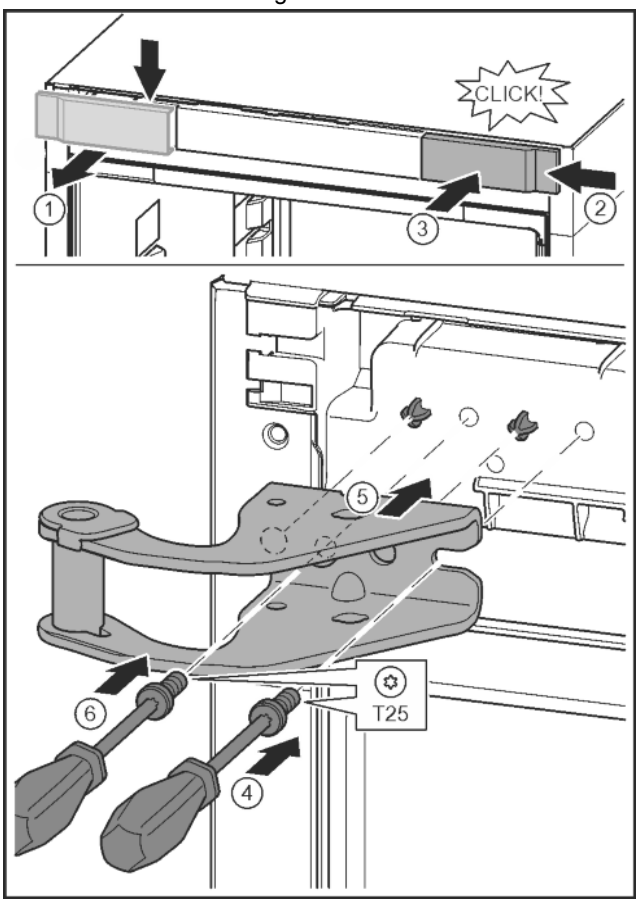

Fig. 14
▶ Release the cover and remove from the side. *Fig. 14 (1)*
▶ Rotate the cover 180° and clip onto the other side from the right. *Fig. 14 (2)*
▶ Click the cover into place. *Fig. 14 (3)*
▶ Position the screw with a T25 screwdriver. *Fig. 14 (4)*
▶ Position the upper bearing bracket. *Fig. 14 (5)*
▶ Tighten the screw. *Fig. 14 (4)*
▶ Insert the screw with a T25 screwdriver and tighten. *Fig. 14 (6)*